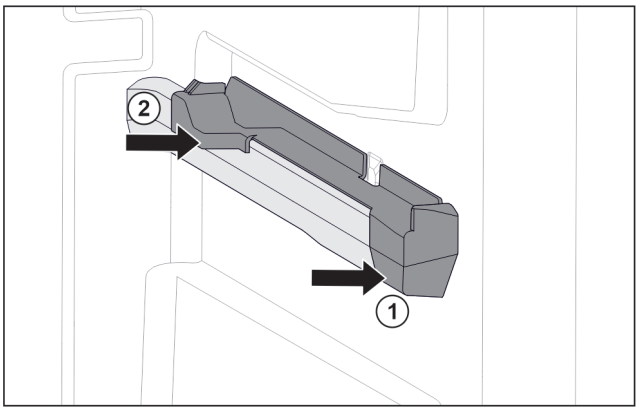

Fig. 132 Aufsteckteil auf der rechten Behälterrippe
- ▶ Aufsteckteil vorne an Behälterrippe ansetzen. *Fig. 132 (1)*
- ▶ Aufsteckteil hinten andrücken. *Fig. 132 (2)*